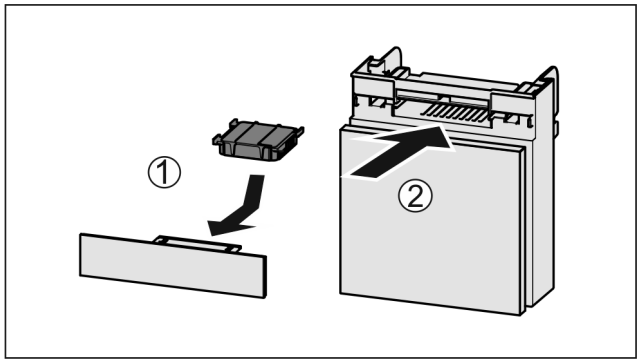

Fig. 208
▶ 按图装入 *Fig. 208 (1)*活性炭过滤器。
▶ 推入 *Fig. 208 (2)*抽屉。